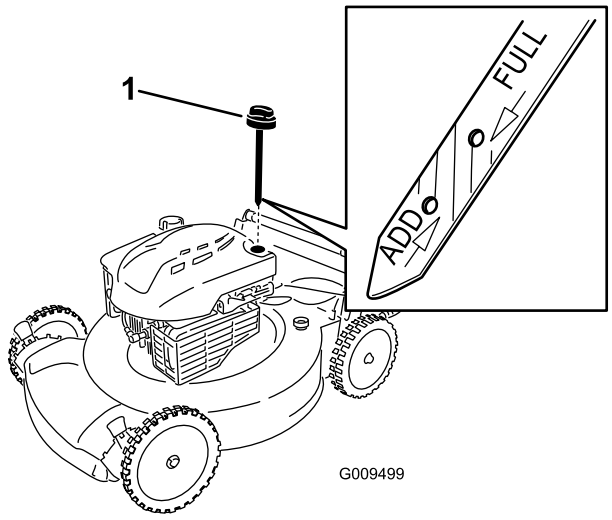

Figur 8
1. Tag målepinden ud, tør den af, og sæt den helt i igen (Figur 8).
2. Tag målepinden ud, og kontroller oliestanden (Figur 8). Hvis oliestanden er under mærket **Add** (påfyld) på målepinden, skal du **langsomt** hælde olie i påfyldningsrøret, indtil oliestanden når op til mærket **Full** (fuld) på oliepinden. **Fyld ikke for meget på.** (Påfyld maks.: 0,59 l, type: SAE 30 selvrensende olie med API-serviceklassifikation SF, SG, SH, SJ, SL eller højere.)